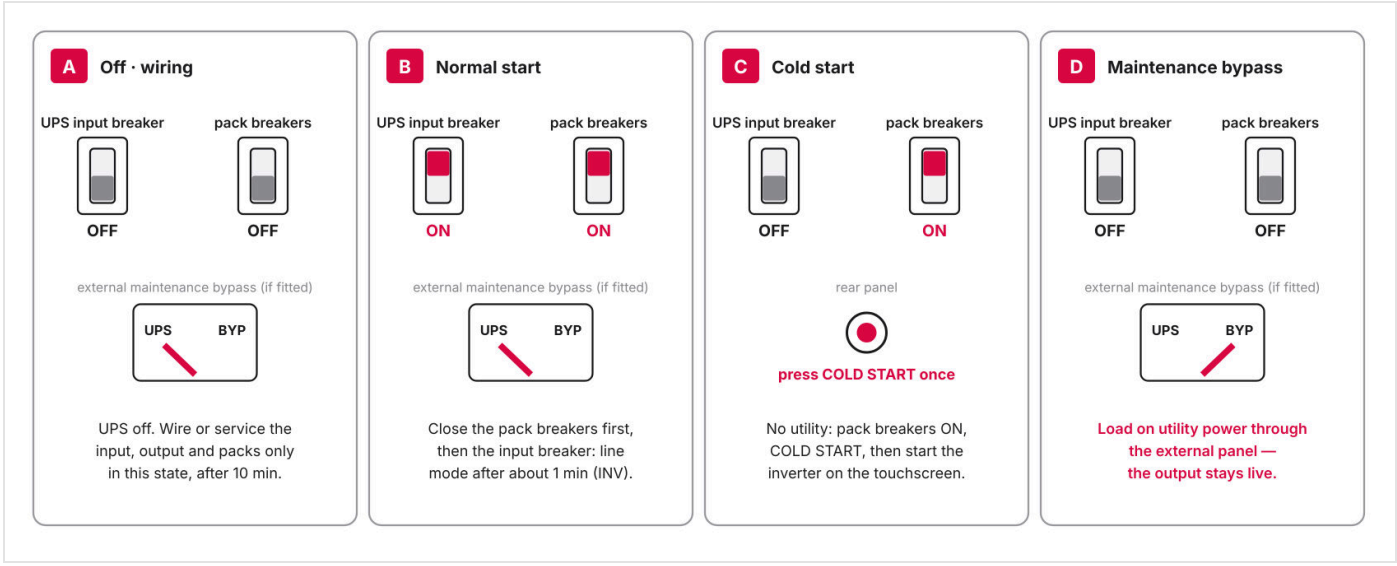

FIGURE 5-1 Breaker states A to D used in the procedures — red ON, gray OFF
1. Open the UPS input breaker and the pack breakers (Figure 5-1, state A).
6. At start-up, close the pack breakers first, then the input breaker (Figure 5-1, state B).
1. Close the pack breakers, then the input breaker (Figure 5-1, state B). You see: the fans start and the touchscreen lights.
1. Make sure the pack breakers are ON and the input breaker is OFF (Figure 5-1, state C).
3. Open the input breaker, then the pack breakers, to switch the UPS off completely (Figure 5-1, state A).
2. Switch the external maintenance bypass to BYPASS (Figure 5-1, state D).